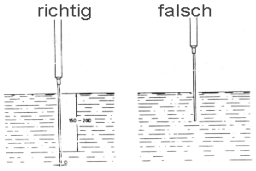

Abb. 7
* Bei Temperaturmessungen mit anderen Typ-K-Fühlern in Flüssigkeiten oder geschlossenen Behältnissen ist zum Erhalt einer genauen Temperaturmessung die Temperatursonde möglichst weit einzutauchen bzw. einzuführen (Abb. 7).